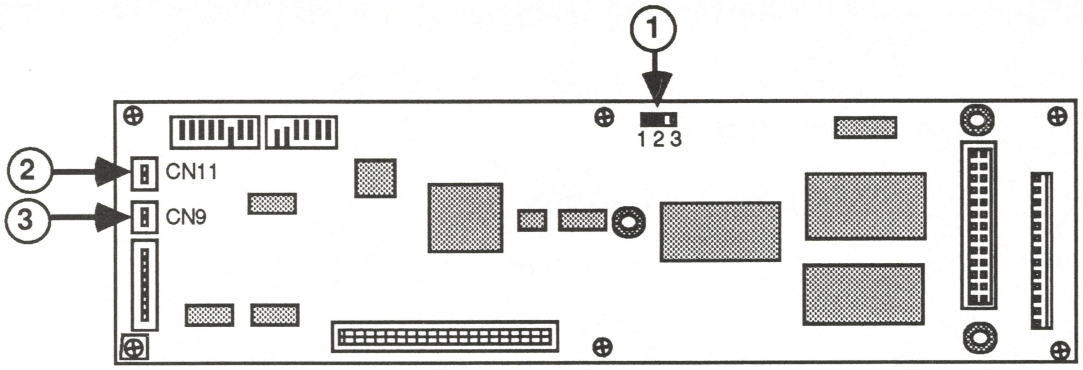

FIGURE 4A
The new logic board (Figure 4A) has
- A selector switch that allows this board to be used with both the mechanical and the optical paper sensor (Figure 4A, #1). If a mechanical paper sensor is installed, the jumper should be on pins 1 and 2. If an optical paper sensor is installed, the jumper should be on pins 2 and 3.
- An extra connector, CN11, that is used for the optical paper sensor (Figure 4A, #2). Connector CN9 is used for the mechanical paper sensor (Figure 4A, #3).